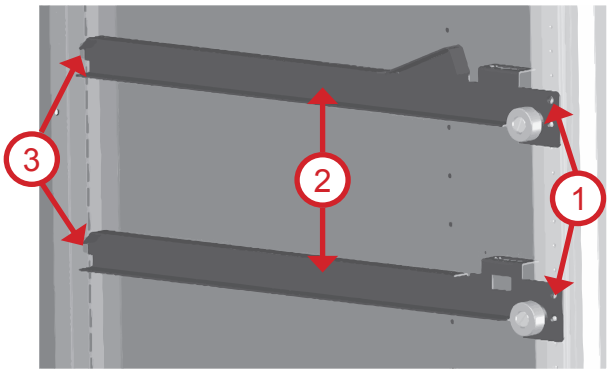

Figure 42 - Shelf guide installation
4. Remove the guide (fig. 42, pos. 2) from the slot (fig. 42, pos. 3).